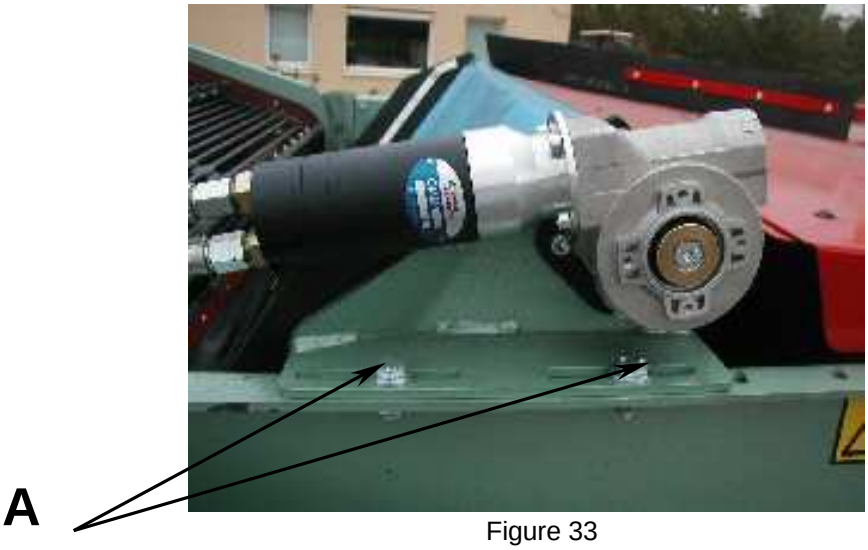

Figure 33
- Dévissez les vis repérées A sur la figure 33, de chaque côté du tapis.